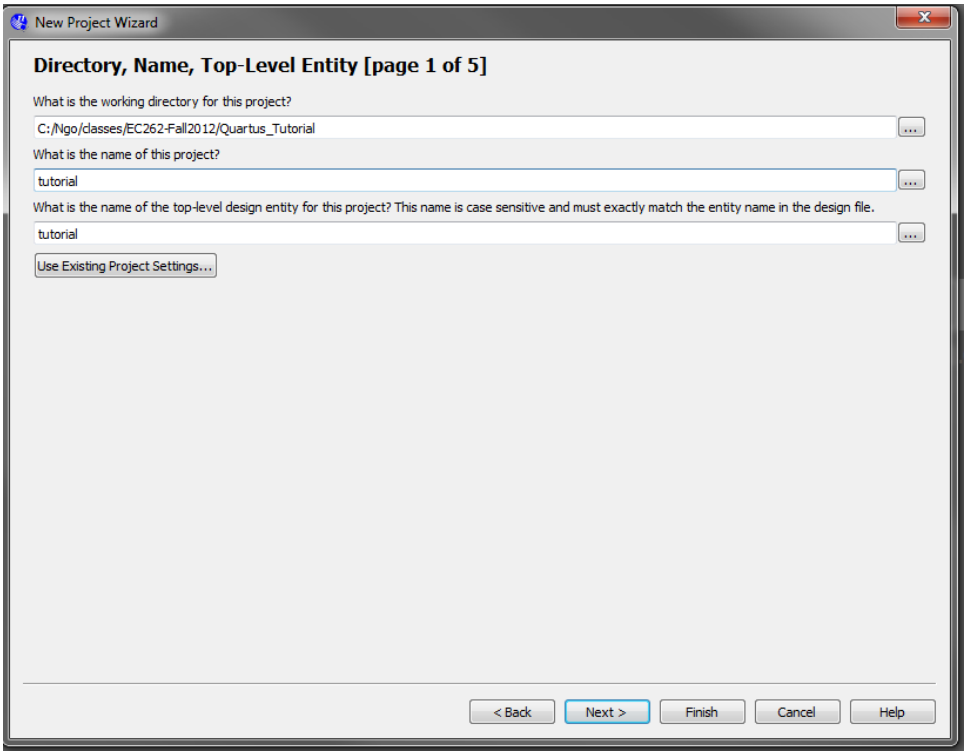

Figure 1. Creating a new project.
2. You should create a new folder for each project. For this tutorial, I use "***C:\Ngo\classes\EC262-Fall2012\Quartus_Tutorial***" folder. Set this folder as the working directory. You will need to select a name for the project. Choose ***tutorial*** for both the project and the top-level design entity as shown in Figure 1. Then, click **Next.**